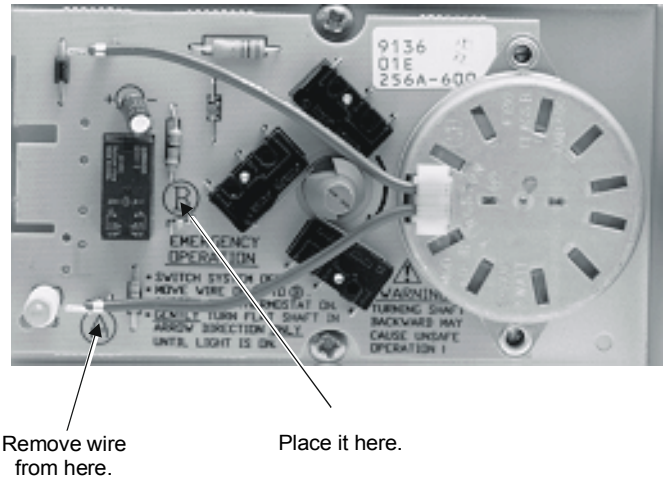

Figure 6: Moving Motor Lead Wire
3. Remove the motor wire from Terminal A and reconnect it to Terminal B (see Figure 6). This disables the motor.